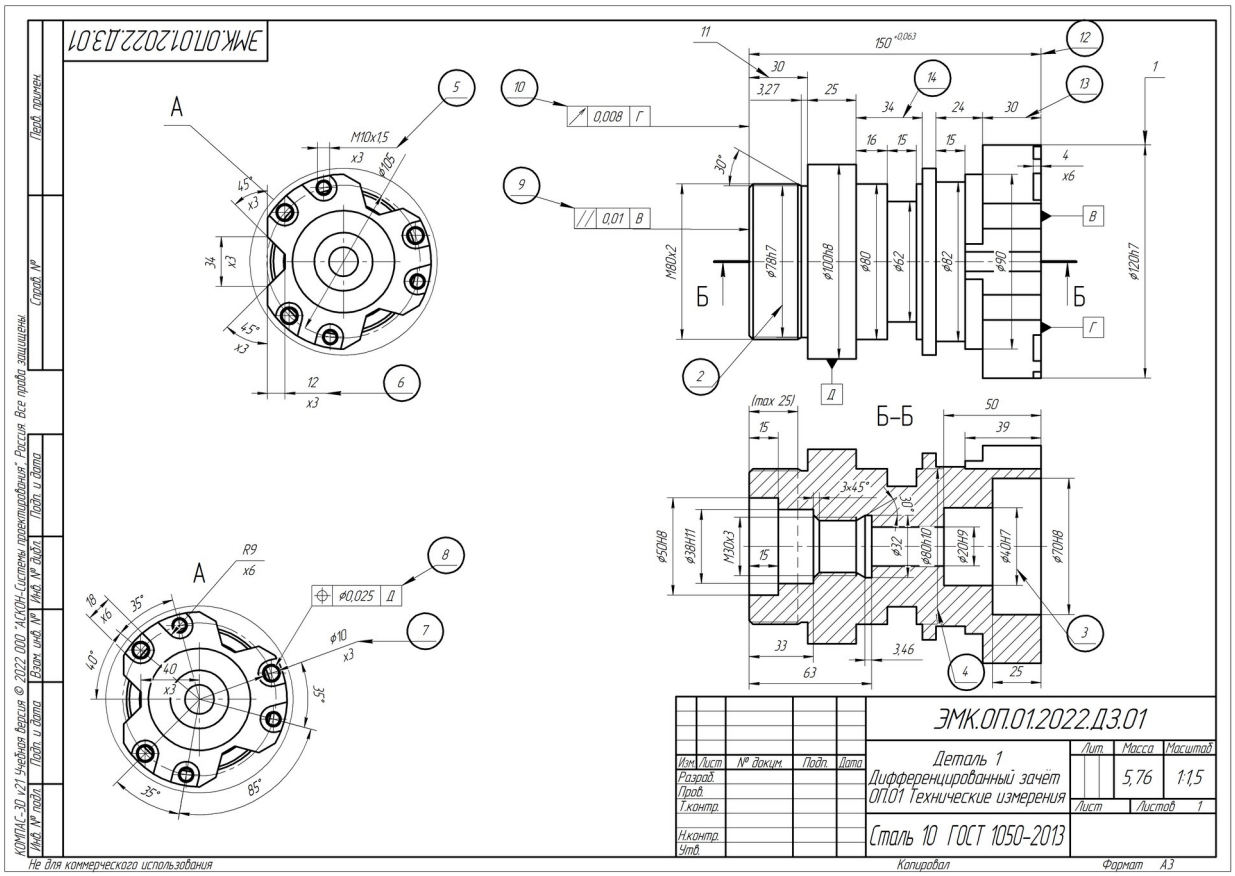
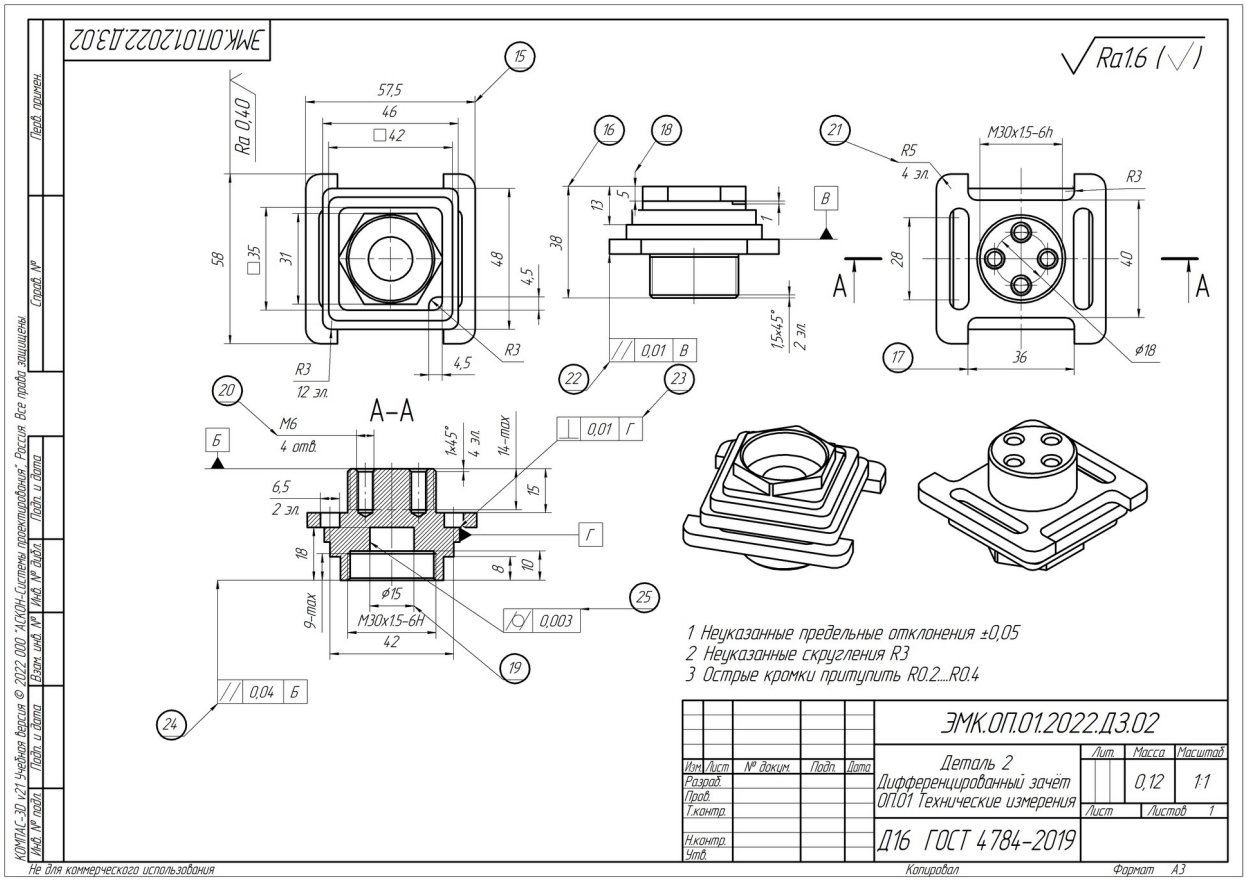

Рисунок 1.
Рисунок 2.
Используя Рисунок 1 и Рисунок 2 выполните задания.
26. Напишите общую шероховатость на «рисунок 1»
27. Напишите общую шероховатость на «рисунок 2»
28. Напишите местную шероховатость на «рисунок 2»